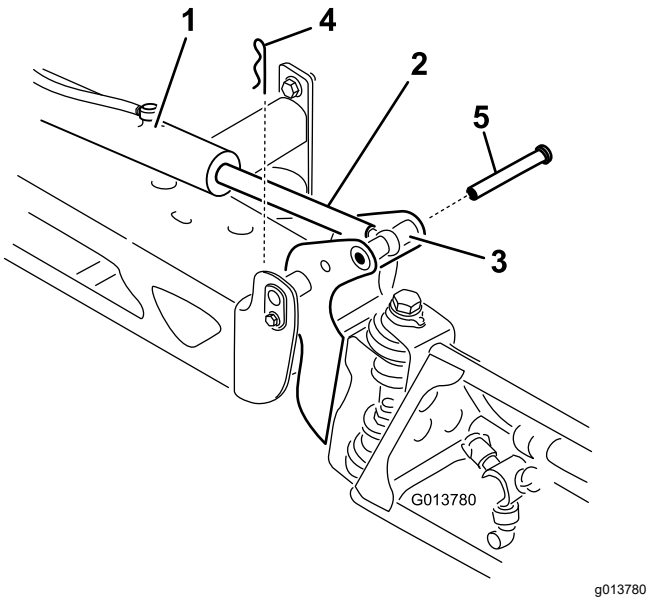

Figura 111
2. Retire la chaveta del pasador de giro (Figura 111).
3. Levante el brazo, retire el pasador (Figura 111), y baje el brazo lentamente al suelo.
9. Sujetando el brazo, introduzca el pasador a través del pivote del brazo y la rótula (Figura 111).